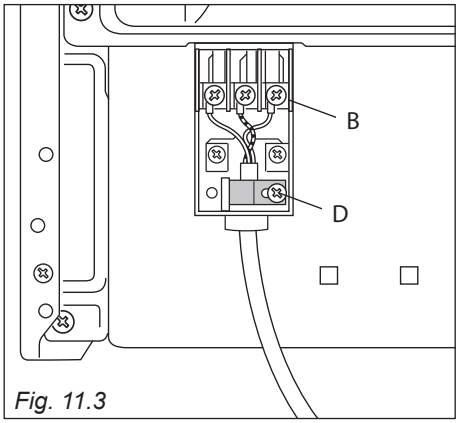

Fig. 11.3
- Unscrew cable clamp “**D**” (fig. 11.3).